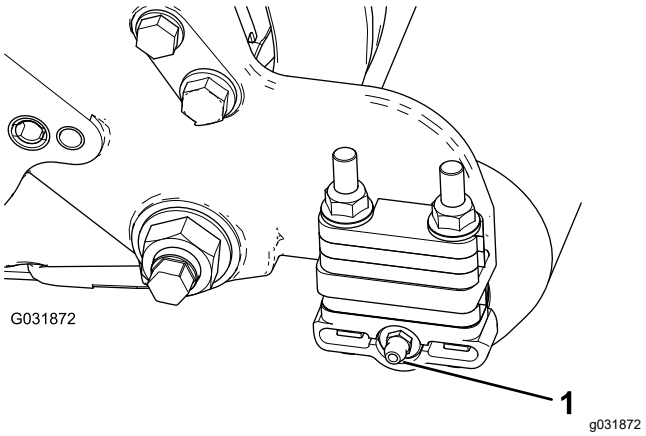

Figura 8
2. Instale o bocal de lubrificação de 90° de forma a que fique virado para trás (Figura 8).